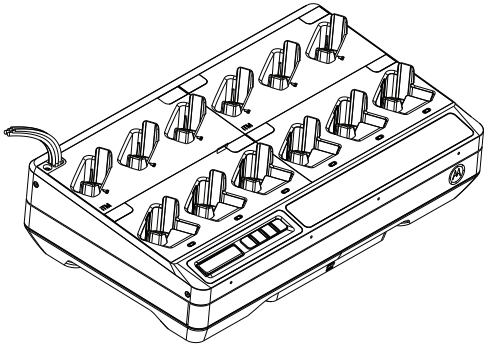

Figure 15: All of the cables feed out from the top left side of the charger.
6. All of the cables feed out from the top left or top right side of the charger (Refer to Figure 15).